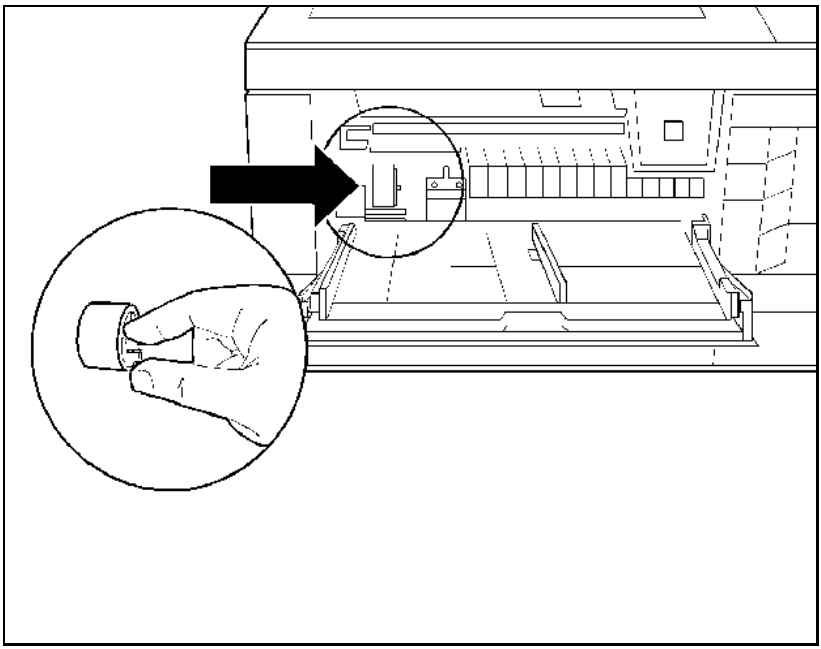
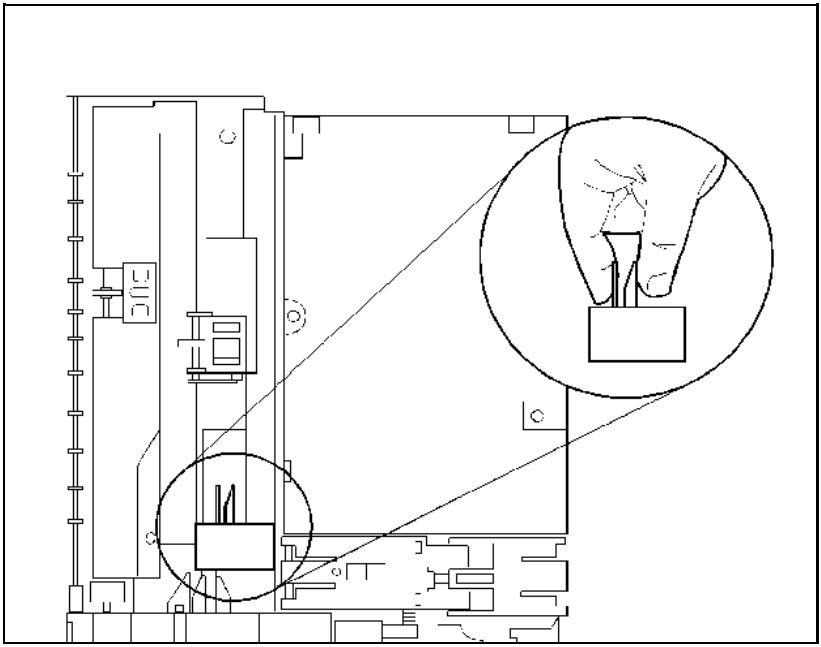
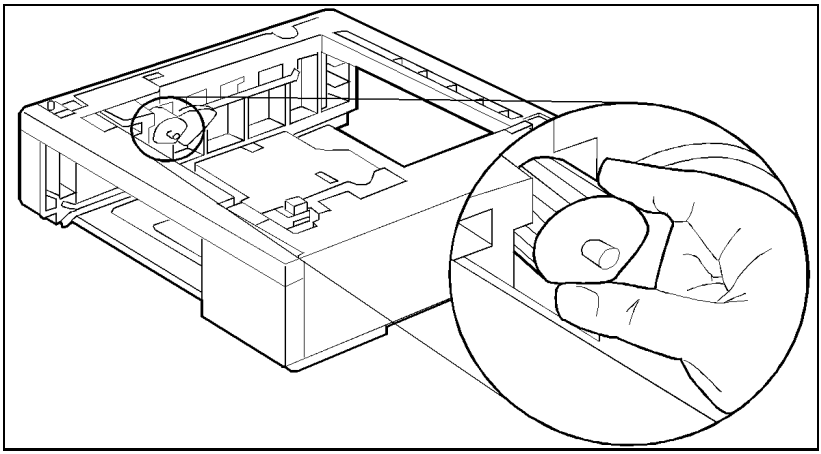

Figure 4-5 Removing the MP Tray (Tray 1) Pickup Roller
Figure 4-7 Removing the PC (Tray 2) Pickup Roller (printer is turned on its left side)
Figure 4-8 Removing the Lower Cassette Pickup Roller
Each paper source has a Paper Pickup Roller that should be replaced when paper no longer feeds reliably. The MP Tray (Tray 1) Paper Pickup Roller is shown in Figure 4-5. The PC tray (Tray 2) Pickup Roller is shown in Figure 4-7, the LC (Tray 3) Pickup Roller is shown in Figure 4-8.
3. Remove the roller by pinching the plastic retaining clip at the side of the roller and sliding it off its shaft (see Figure 4-5). (You may find it easiest to pinch the clip with your *right* hand and use your *left* index finger to slide the roller to the right.)
The PC Pickup Roller is underneath the printer (see Figure 4-7). To remove the Pickup Roller:
2 Press the retainers that hold the roller in place (see Figure 4-8).